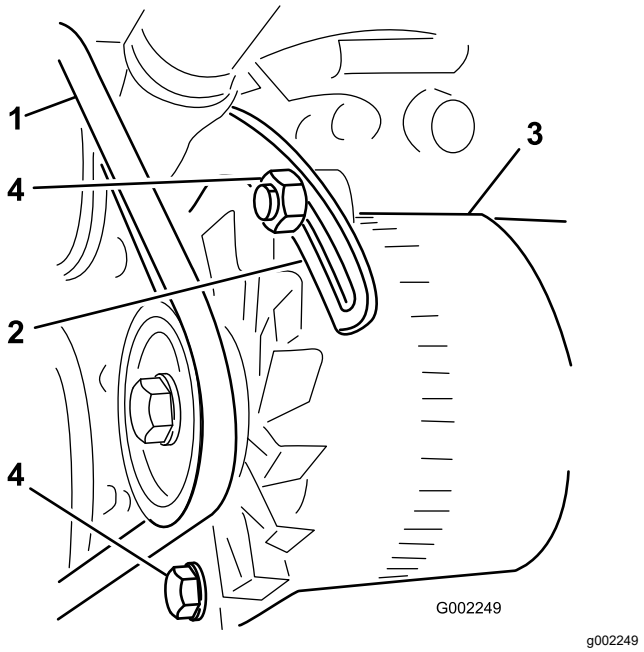

Figura 101
3. Afloje el perno del punto de pivote del alternador; afloje el perno que fija el alternador al tirante ranurado (Figura 101).